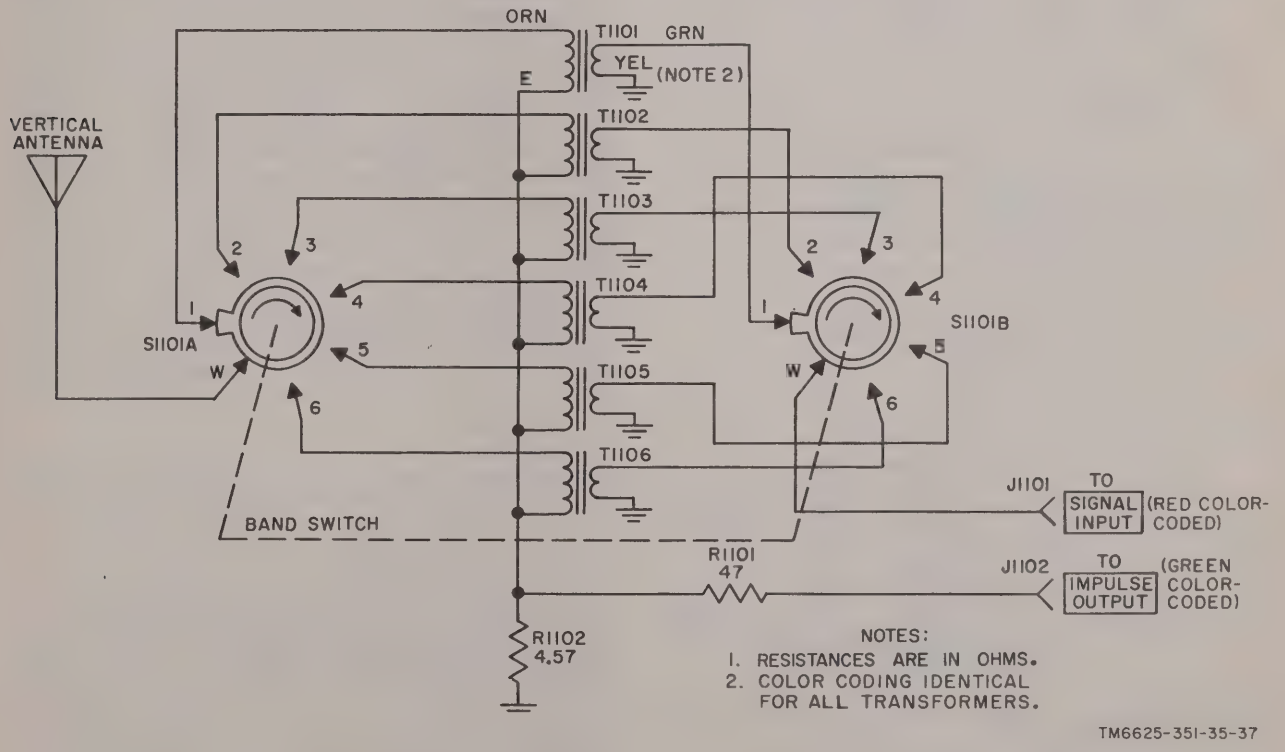

Figure 37. Coupler, Antenna CU-890/URM-85, schematic diagram.
b. Coupler, Antenna CU-890/URM-85 (fig. 37). This vertical antenna base is used to support five series-connected lenghts of Mast Sections AB-21/GR. The vertical antenna base is similar to Antenna AT-1026/URM-85 (*a* above). It houses the matching transformers, and injection network for the impulse generator signal, and a band switch to select one of the six bands corresponding in frequency to that inscribed on the front panel of tuning unit 1.